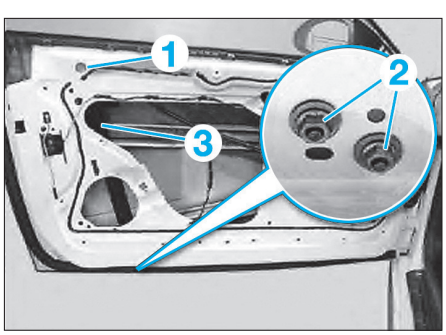

Fig. 110
- la feuille isolante (1) **(Fig.110)**.